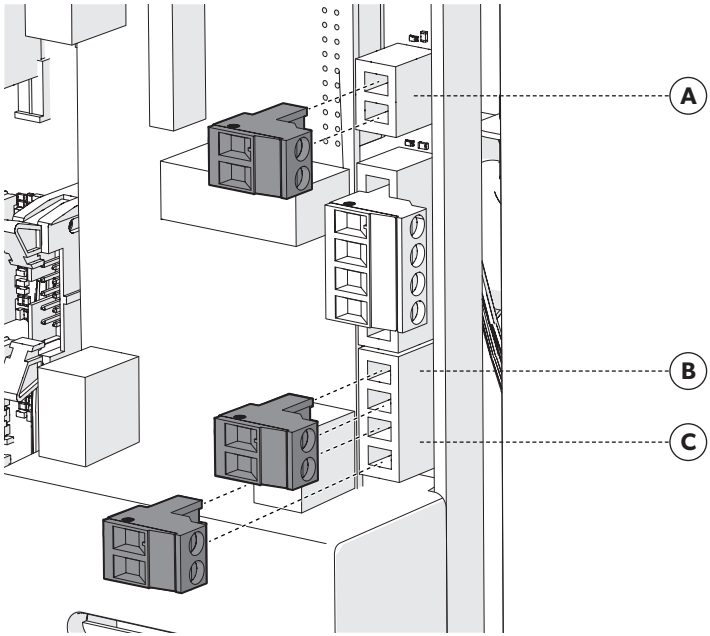

*Figuur 33 Het aansluiten van verschillende onderdelen op de besturingsunit (P12).*
2. Verbind de kamerthermostaat op de printplaat van de Modul-AIR (figuur 33 - B).
3. Verbind de Modul-AIR met de cv-ketel (figuur 33 - C & 34). Gebruik hiervoor de aansluiting op de cv-ketel waar je zojuist de kamerthermostaat hebt losgemaakt.